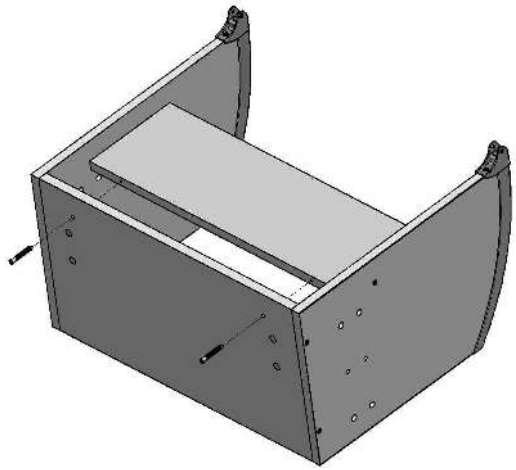

Рис. 2
4.1.2. К сборке по п. 4.1.1. прикрутить с помощью винтов конфирмат (поз. 1, пакет № 32) полку (поз. 3). (См. рис. 2; рис. 2а)
Рис. 2а